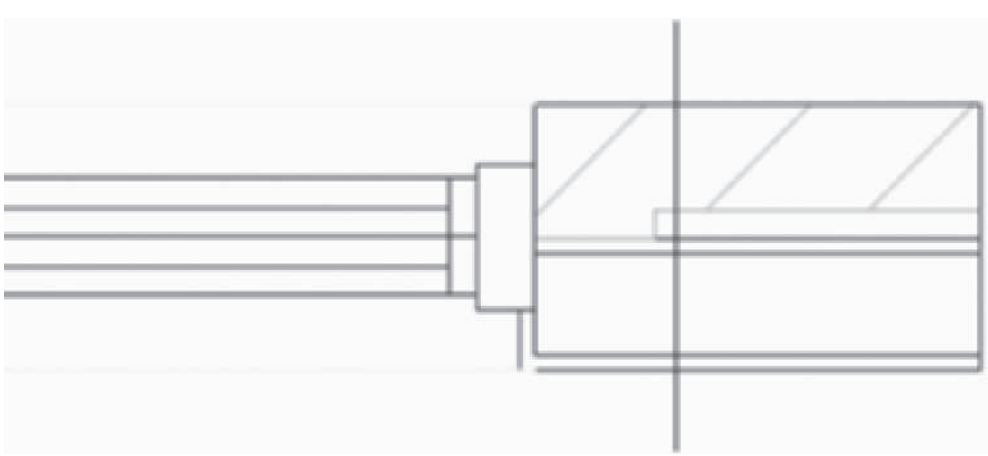

FIGURE 3.56 *Opening endcap style applied to wall*
14. The opening endcap style is applied as shown in Figure 3.56.